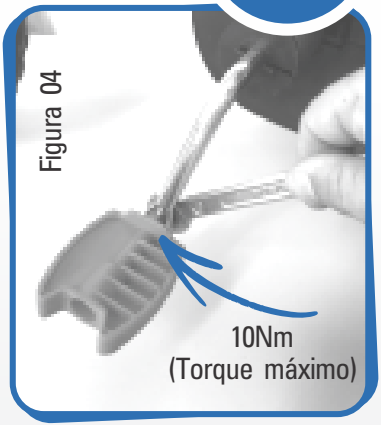

Figura 04
- Posicione o pedal no pedivela (Figura 04), coloque a porca e aperte com uma chave 13mm.